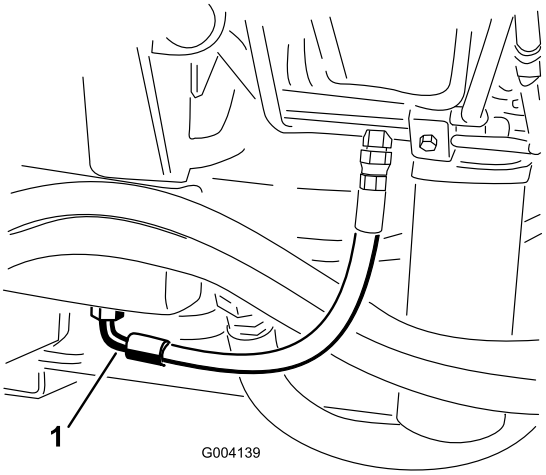

Figur 68
2. Ställ ett stort avtappningskärl under fästet som sitter på hydraultankens undersida (Figur 68).